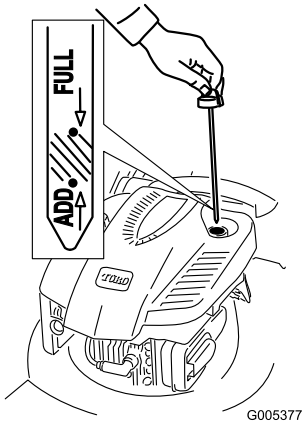

Figur 6
1. Tag målepinden ud (Figur 6).
2. Hæld**langsomt** olie i oliepåfyldningsrøret, indtil oliestanden når op til mærket **Full** på målepinden (Figur 6). **Fyld ikke for meget på.** (Påfyld maks.: 0,59 l, type: SAE 30 selvrensende olie med API-serviceklassifikation SF, SG, SH, SJ, SL eller højere.)
1. Tag målepinden ud, tør den af, og sæt den helt i igen (Figur 6).
2. Tag målepinden ud, og kontroller oliestanden (Figur 6). Hvis oliestanden er under mærket **Add** (påfyld) på målepinden, skal du **langsomt** hælde olie i påfyldningsrøret, indtil oliestanden når op til mærket **Full** (fuld) på oliepinden. **Fyld ikke for meget på.** (Påfyld maks.: 0,59 l, type: SAE 30 selvrensende olie med API-serviceklassifikation SF, SG, SH, SJ, SL eller højere.)